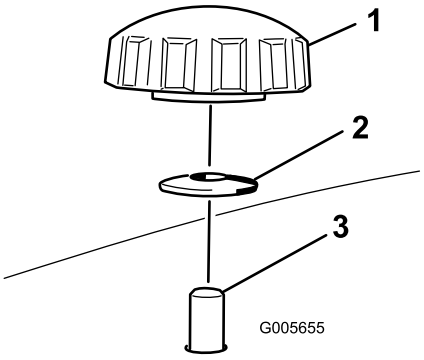
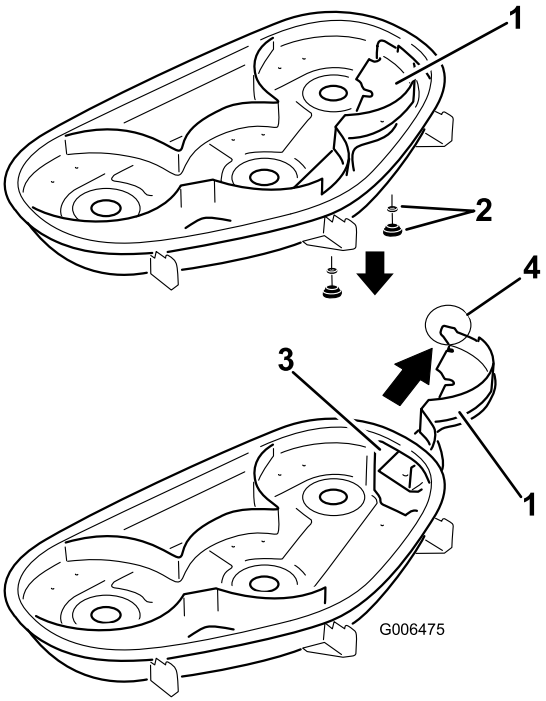

Figur 29
Figur 30
4. Fjern de to håndtag og buede spændeskiver, der fastholder højre afskærmning til plæneklipperen, som vist i Figur 29.
5. Fjern højre afskærmning, og sænk græsdeflektoren over udblæsningsåbningen, som vist i Figur 30 og Figur 29.
4. Skub højre skærm gennem udblæsningsåbningen, og fastgør den med to knapper og buede spændeskiver (konkave side mod plæneklipperen), som vist i Figur 29 og Figur 30.